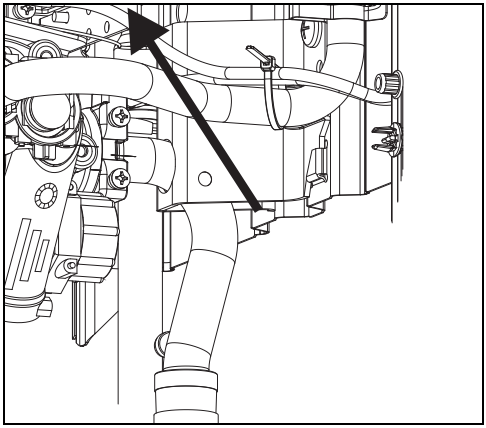

Рис. 12 Точка измерения давления перед форсункой
- Ослабить запорный винт (рис. 12).